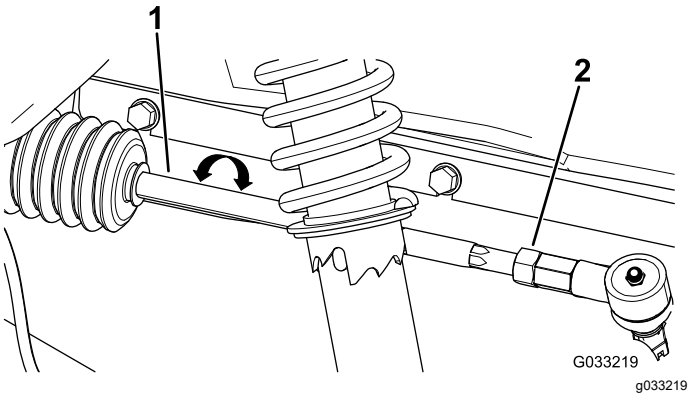

Figur 48
4. Hvis målingen ikke falder inden for 0 til 6 mm, skal kontramøtrikkerne løsnes i den ydre ende af forbindelsesstængerne (Figur 48).